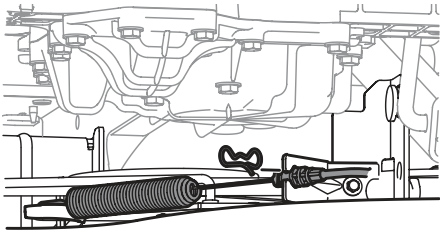

Fig. 43
7. Remove the bow tie clip that secures the PTO cable to the bracket on the deck, slide the PTO cable out of the bracket and unhook the spring from the idler bracket (Fig. 43).